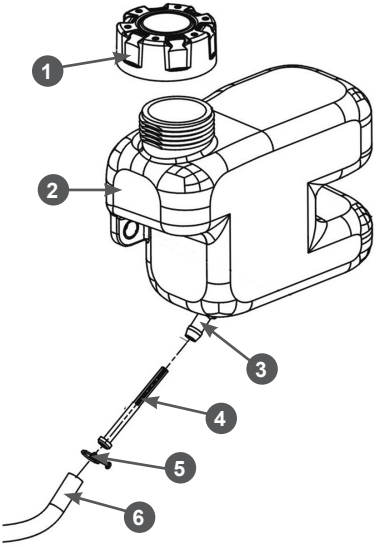

Рис. 21 Обслуживание топливного фильтра и топливного бака
2. Снимите хомут 5 топливного шланга и снимите шланг 6 со штуцера 3 топливного бака (Рис. 21).
4. Извлеките из топливного шланга 6 топливный фильтр 4 (Рис. 21). Проверьте его целостность и чистоту, при необходимости промойте чистым бензином или замените.